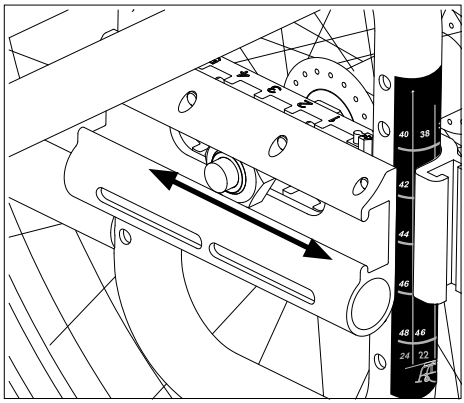

Figur 30
- Juster hylsen for drivhjulet fram eller tilbake (Figur 30).